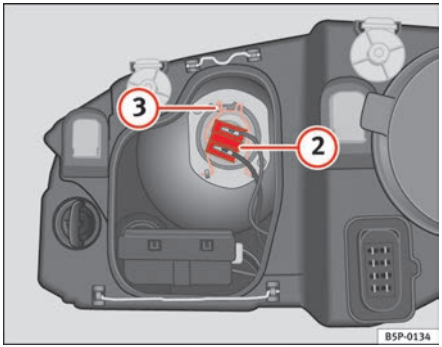

Fig. 183 Dipped head-lights
– Remove the connector ⇒ page 255, fig. 183 (2) from the bulb.
– Disengage the retainer spring ⇒ page 255, fig. 183 (3) pressing inwards to the right.